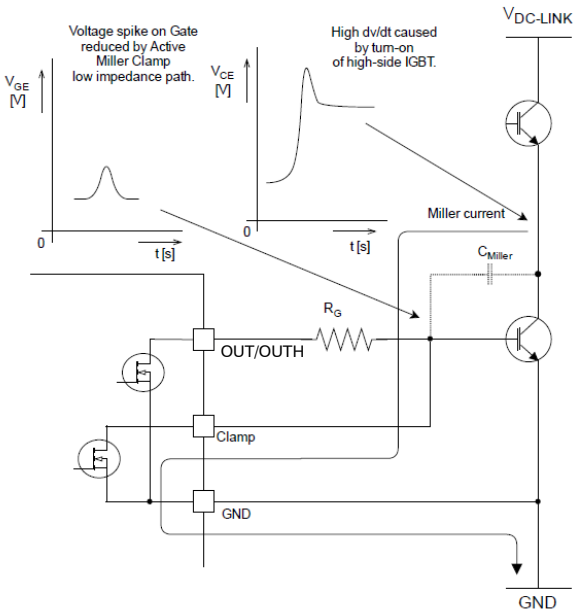

Figure 28. Current Path with Miler Clamp Protection
- In Unipolar power supply the driver is typically supplied with a positive voltage of 15 V at V_{DD2}. Unwanted turn−on caused by the internal IGBT/MOSFET Miller capacitance could be prevented by Active Miler Clamp function (variant A/D/F). CLAMP output should be directly connected to IGBT/MOSFET gate (Figure 28)